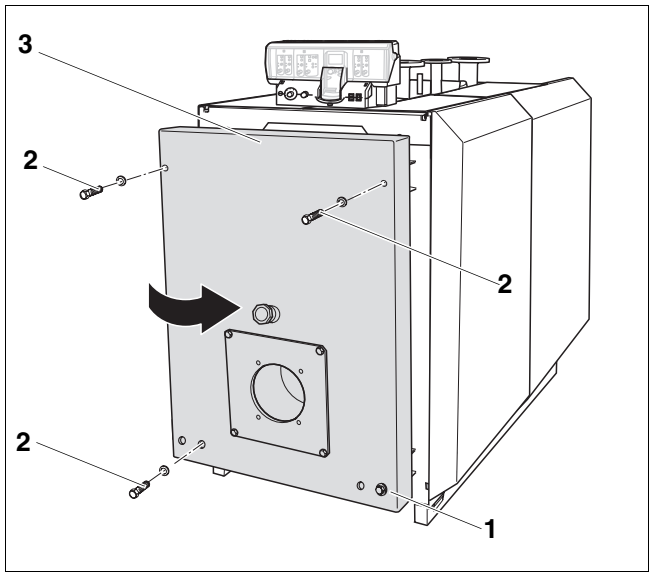

Рис. 38 Открывание дверцы горелки (здесь: дверца с правой навеской)
- Удалить три болта M12 (рис. 38, **поз. 2**) на дверце горелки (рис. 38, **поз. 3**).
- Если ось шарнира не свободна, то нужно слегка ослабить болт M16 (рис. 38, **поз. 1**), но не выкручивать его полностью.
- Закрыть дверцу горелки и прикрутить ее болтами M12 и M16 (рис. 38**,** стр. 43) крест-накрест.